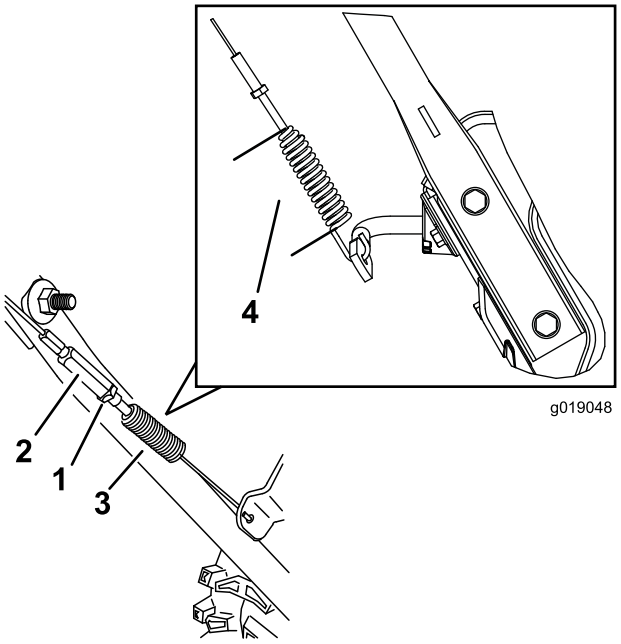

Figur 38
4. Stram låsemutteren (Figur 38). Påse at det er litt spenning i kabelen.